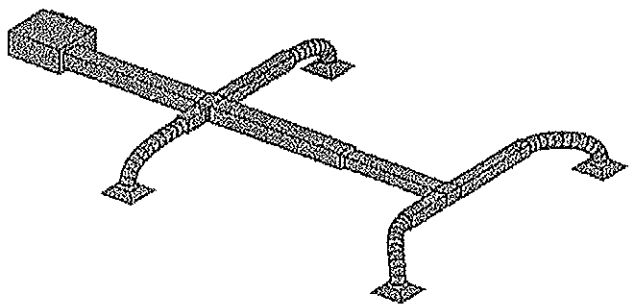

Figure 8–13
- If you need to lay the duct runs but the type and size of ducting has not yet been determined, create Duct Placeholders, as shown in Figure 8–14.